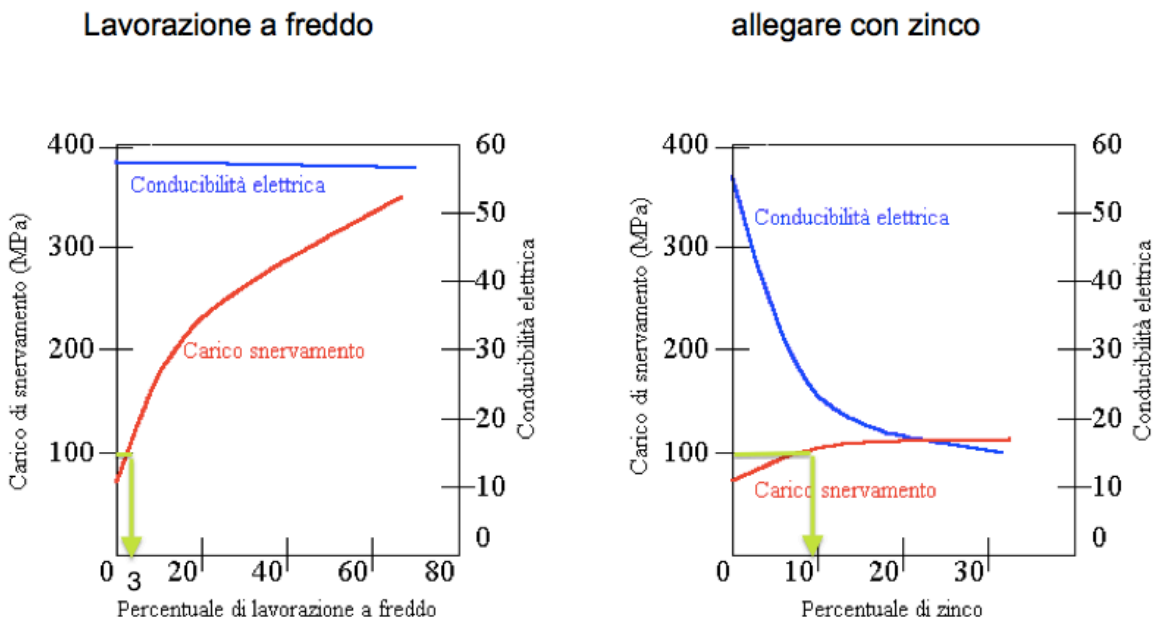

Figura 2 Procedura per la stima della percentuale di lavorazione a freddo e della percentuale di zinco per ottenere un dato carico di snervamento
1. La deformazione a freddo crea tantissime dislocazioni che boccano il movimento di altre dislocazioni. Questo porta ad un aumento della resistenza ed ad una diminuzione dell'allungamento a rottura. (diagramma rosso figura 2)